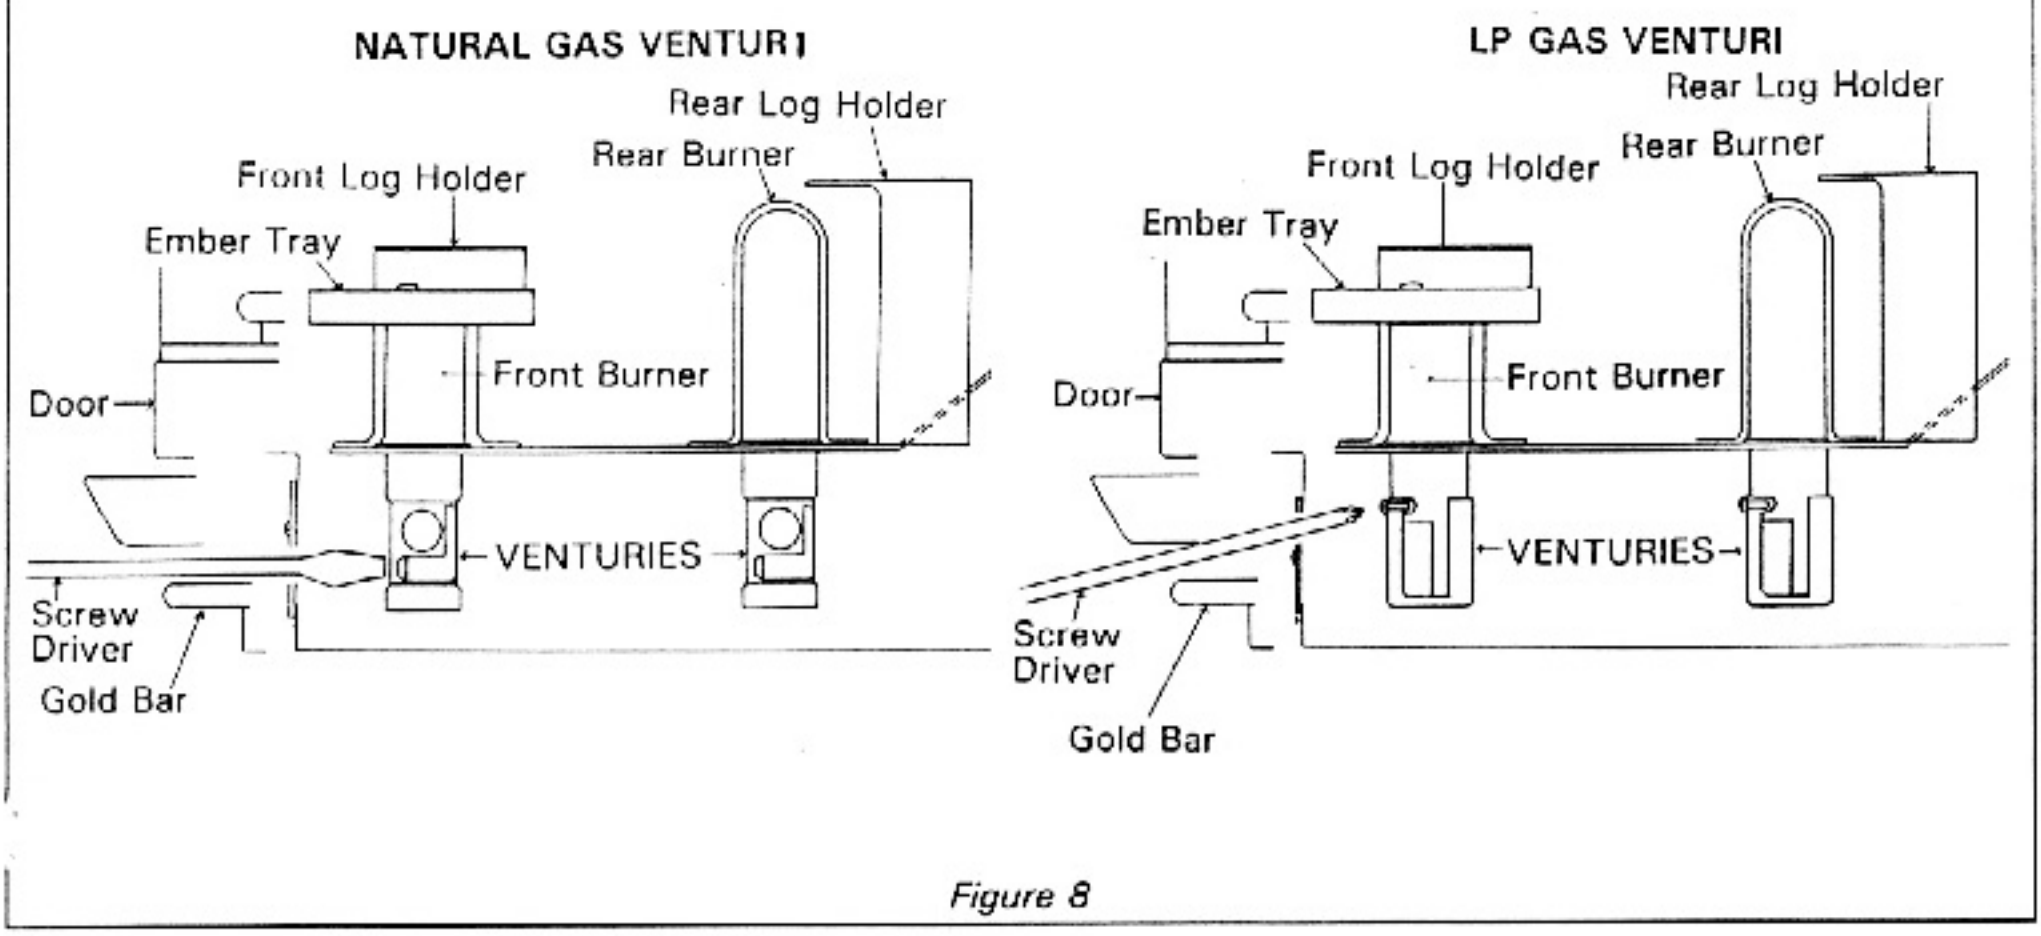

Figure 8
1. Gently remove the ember material from the plastic bag. Spreading these pieces evenly across the front of the ember tray and around the sides, Place a single layer of embers on top of the front burner. (Figure. 8)